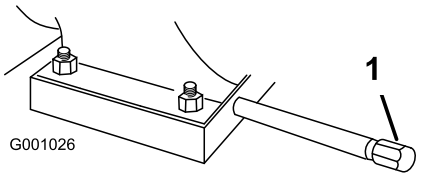

Figur 43
1. Rengjør området rundt oljetappepluggen (Figur 43).